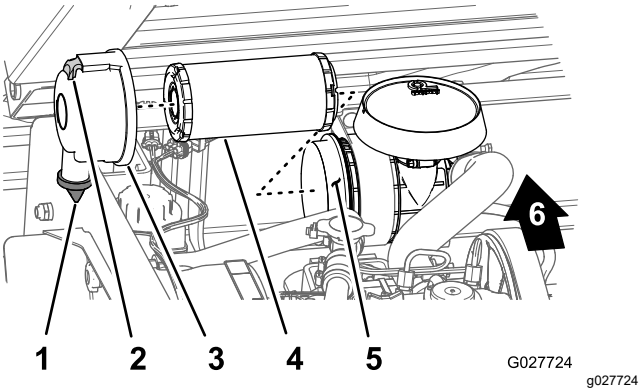

Figur 35
2. Kontroller luftfilterhuset for skader, som kan medføre en luftlækage (Figur 35).
3. Træk låsen udad, og drej luftfilterdækslet mod uret (Figur 35).
5. Træk forsigtigt luftfilterindsatsen ud af luftfilterhuset (Figur 35) for at mindske den mængde støv, der løsnes.
1. Rengør åbningen til udblæsning af snavs i luftfilterdækslet (Figur 35).
2. Afmonter gummiudløbsventilen i dækslet, rengør fordybningen, og udskift udløbsventilen (Figur 35).
3. Isæt luftfilterindsatsen i luftfilterhuset ved at trykke på indsatsens udvendige kant og skubbe den på plads i luftfilterhuset (Figur 35).
4. Tilret luftfilterdækslet efter luftfilterhuset, så gummiudløbsventilen vender nedad – i en position mellem ca. klokken 5 og klokken 7 set fra enden (Figur 35).
5. Fastgør dækslet på huset med låsene (Figur 35).